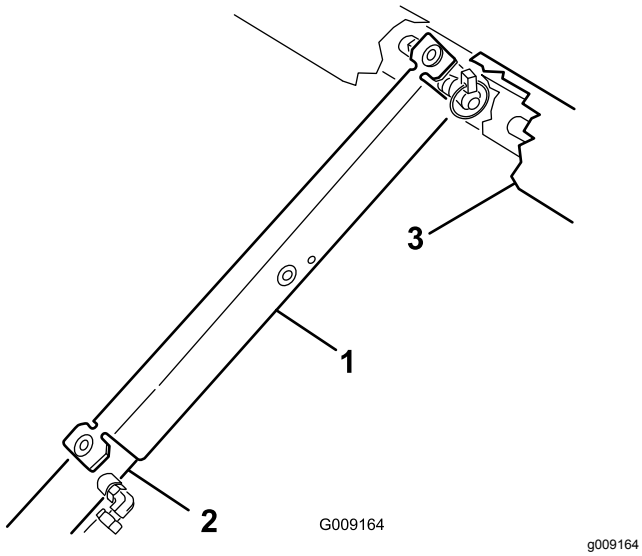

Figur 43
8. Tryck fast flakstödet på cylinderstaven och kontrollera att stödets ändar vilar på cylindertrumman och på cylinderstavens ände (Figur 43).